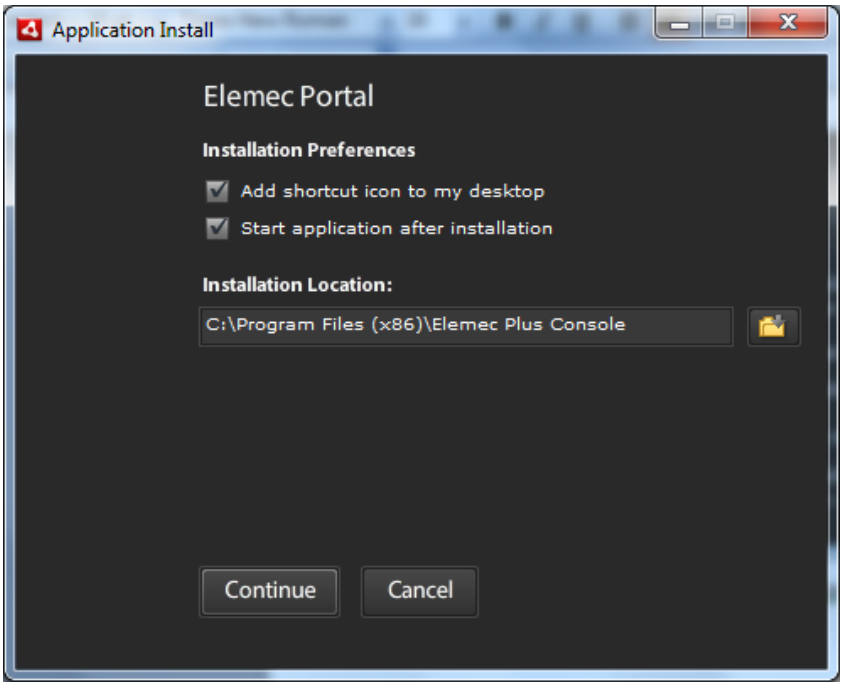

Figure 2.
4. Select the Installation Preferences using the check boxes as shown in Figure 2 and click the CONTINUE button. The default installation location is displayed.